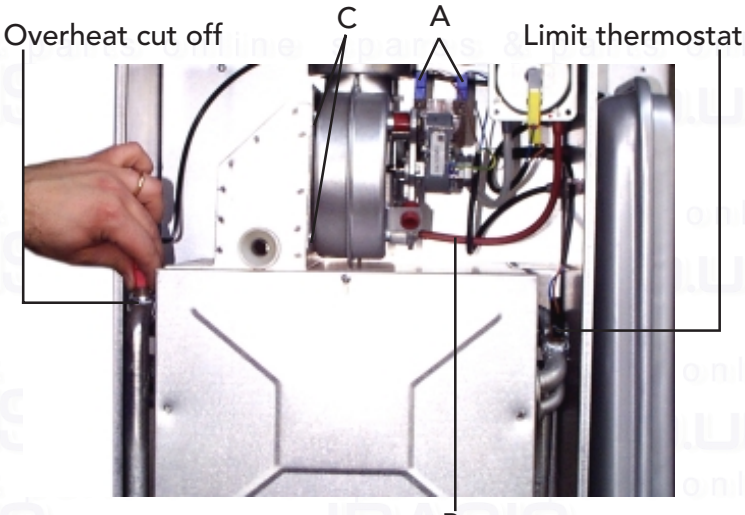

Fig. 42
7.10 Removal of fan (fig. 42)
7.11 Limit thermostat, or overheat cut off thermostat (fig. 42)
- Identify the location of thermostat from fig. 42